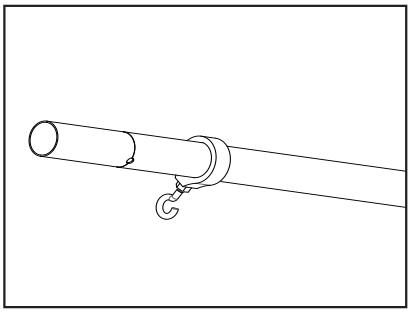

Figure 2
2. Faites glisser le col du crochet à boule dans l'extrémité du bras sans le serre. (Figure 2)